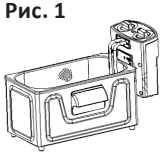

Рис. 2
2. Установите контрольный модуль, двигая его по направляющим (рис. 2).